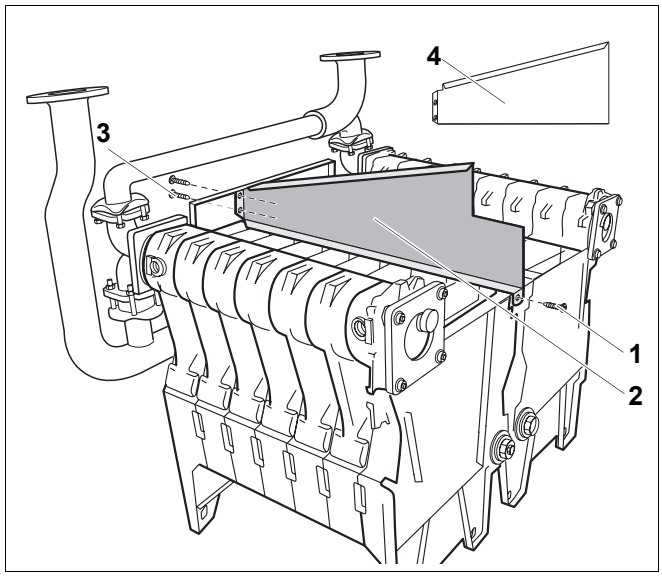

Rys. 36 Montaż ścianki rozdzielającej
Ścianka rozdzielająca kotła wielkości 141 kW (rys. 36, **poz. 4**) nie ma wycięcia.
- Nałożyć ściankę rozdzielającą (rys. 36, **poz. 2**) i luźno przykręcić do ścianki przedniej dwoma śrubami z łbem płaskim 3,9 × 9,5 (rys. 36, **poz. 3**).
- Luźno przykręcić ściankę rozdzielającą (rys. 36, **poz. 2**) z tyłu śrubą z łbem płaskim (rys. 36, **poz. 1**) do elementu środkowego.